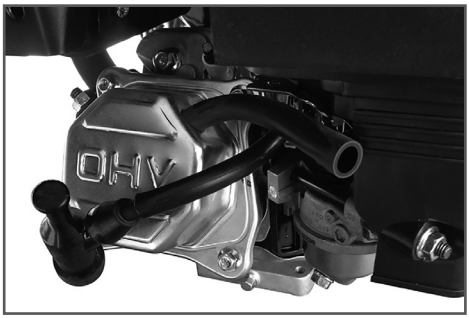

Рис. 17 Трубка сапуна
2. Трубку сапуна (вентиляции картера) снимите со штуцера корпуса воздушного фильтра и выведите её в сторону (см. Рис. 17). Отверстие в штуцере корпуса воздушного фильтра под трубку сапуна необходимо заглушить.